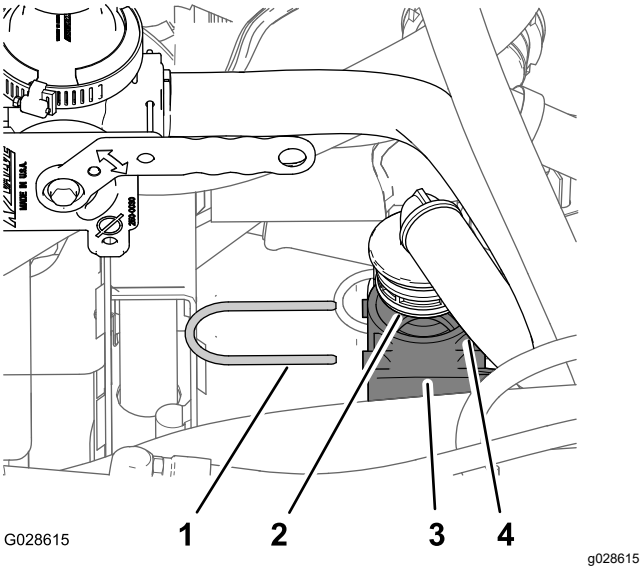

Rysunek 27
1. Załóż kolanko 90° z króćcem na wąż obejścia pompy strumieniowej na dolny trójnik (Rysunek 27), przy którym pracowałeś w kroku 2 w Przygotowanie do montażu zaworu pompy strumieniowej (Strona 13).
2. Zamocuj kolanko 90° na dolnym trójniku za pomocą elementu ustalającego (Rysunek 27) zdjętego w kroku 2 w Przygotowanie do montażu zaworu pompy strumieniowej (Strona 13).